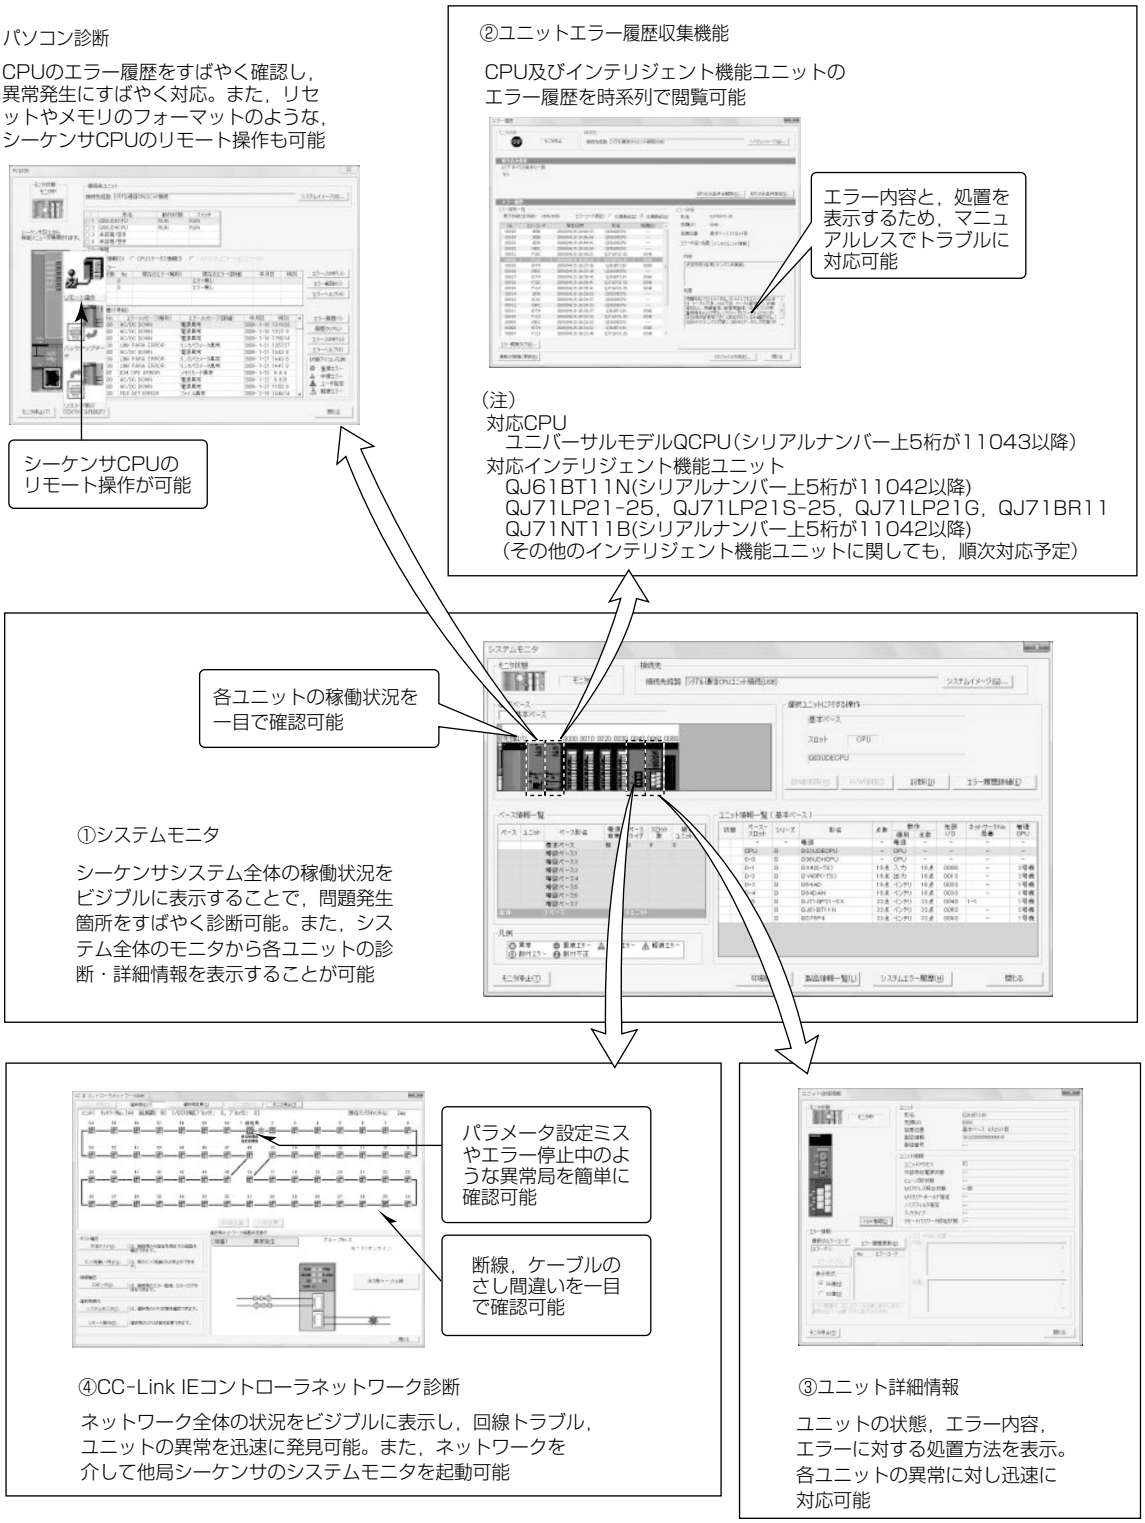

図6．システムモニタと診断機能
(1)　システムモニタ(**図6①**)
(2)　ユニット詳細情報(**図6③**)
(3)　“CC－Link IE”コントローラネットワーク診断(**図6④**)
(4)　ユニットエラー履歴収集(**図6②**)